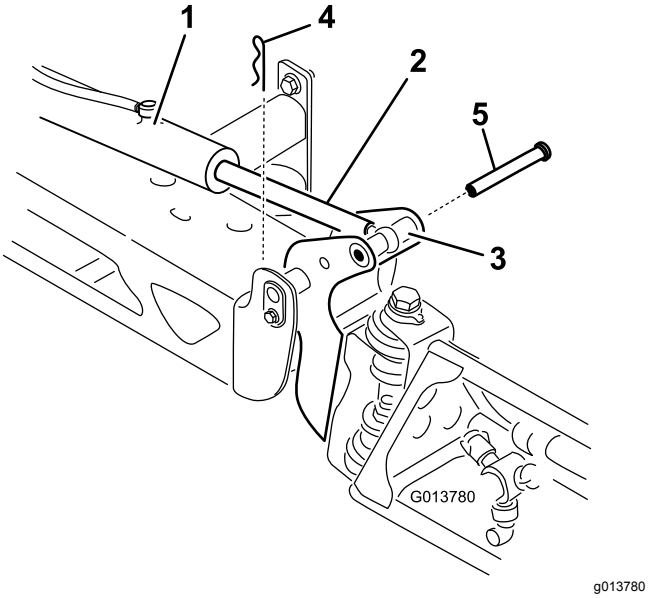

**Rysunek 13**
2. Wyjmij zawleczkę ze sworznia obrotu (Rysunek 13).
3. Unieś wysięgnik i wyjmij sworzeń (Rysunek 13), a następnie powoli opuść wysięgnik na podłoże.
8. Unieś wysięgnik, aby połączyć oś obrotu z tłoczyskiem siłownika. Przytrzymując wysięgnik, wsuń sworzeń w oś obrotu wysięgnika i tłoczysko siłownika (Rysunek 13).